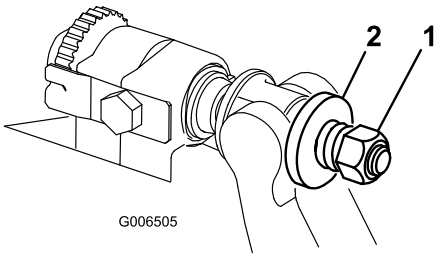

Figuur 23
6. Draai de veerspanningsmoer vast totdat de veer is ingedrukt; draai deze vervolgens een 1/2 slag terug (Figuur 23).